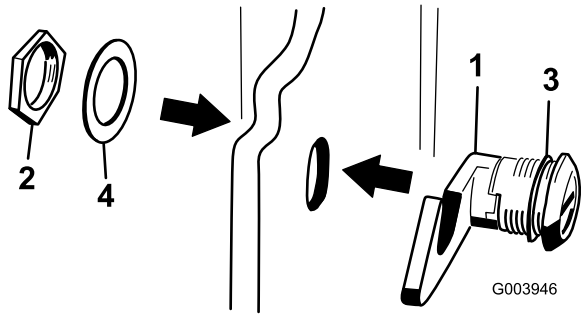

**Figur 18**
3. Fjern møtrikken fra motorhjelmslåsenheden (Figur 18).